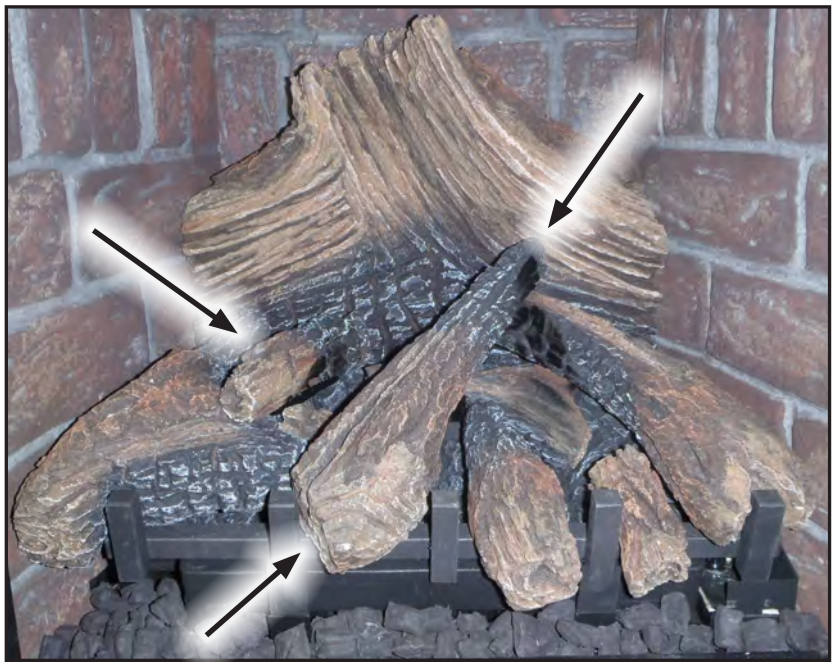

Figure 46. Complete log set-up with embers.
Step 3: Remove the seven retaining bolts from the back of the cast door (Figure 46) using a 5/16" socket or wrench.